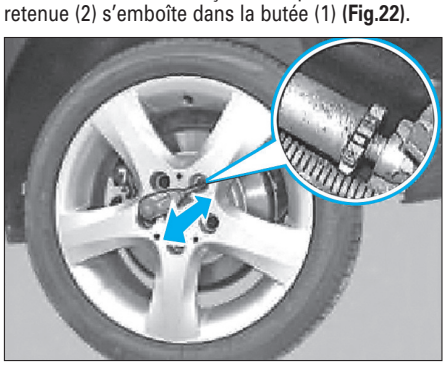

Fig. 34
• Tourner la roue jusqu'à ce que la vis de réglage soit visible dans le trou taraudé **(Fig.34)**.